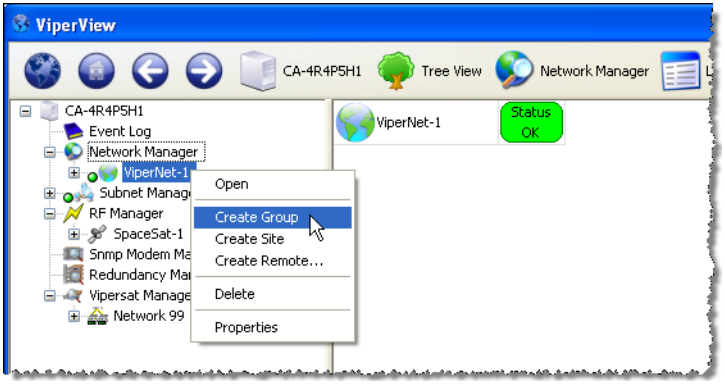

Figure 3-45 Create Group menu command
1. Select **Create Group** from the Network drop-down menu, as shown in figure 3-45.